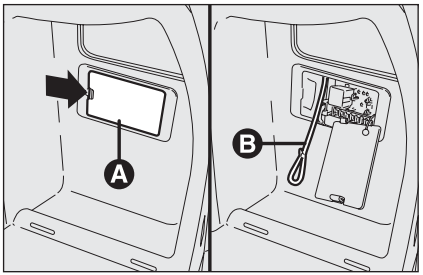

fig. 29 A0E0285m
- ❒ abra la tapa **A-fig. 29** de acceso a la centralita fusibles ubicada en el lado derecho del maletero interviniendo en el punto indicado por la flecha;